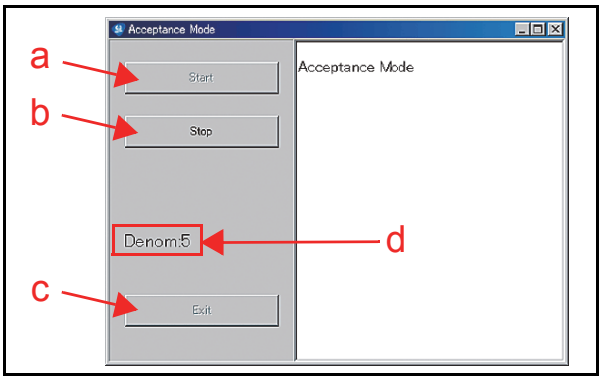

Figure 6-63 Denomination Indication Location
3. Mouse-click on the "Start" Screen Button (See Figure 6-63 a) to begin the Banknote Transport Test.
5. Mouse-click on the "Stop" Screen Button (See Figure 6-63 b) to quit from the related Test Screen.
6. Mouse-click on the "Exit" Screen Button (See Figure 6-63 c) to return the "**Test Item Select**" Screen.